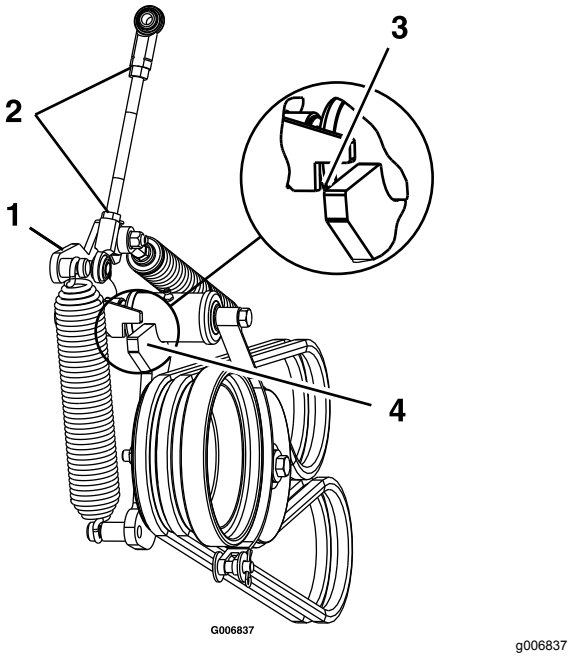

**Figuur 61**
12. Maak de contramoeren los, stel de verbinding in totdat de bovenkant van de spannerarm uitgelijnd is met de onderkant van de inkeping om de veerarm zoals in Figuur 61.